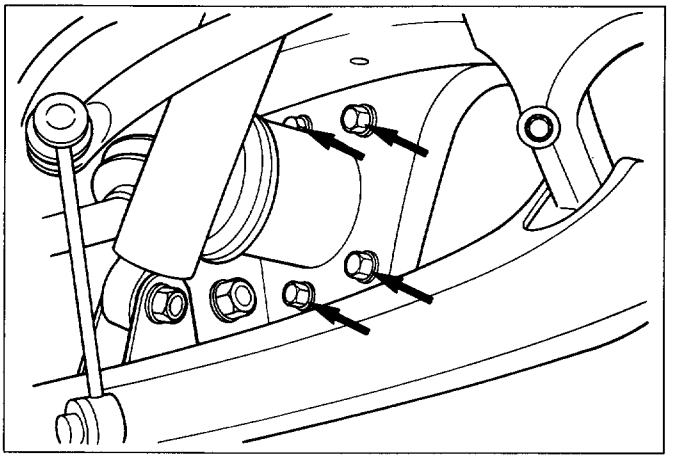

Fig. 4C-9
8. **Front axle case assembly and front drive shaft assembly (LH side) (Fig. 4C-10)**
- Lower the vehicle and disconnect the RH front drive shaft assembly, and then remove the front axle case assembly and front drive shaft assembly (LH).